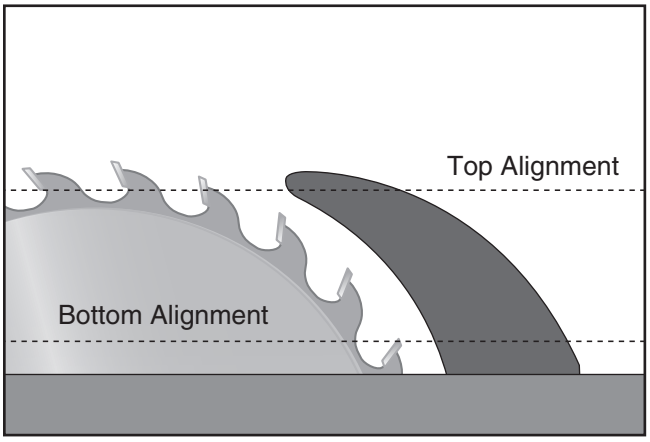
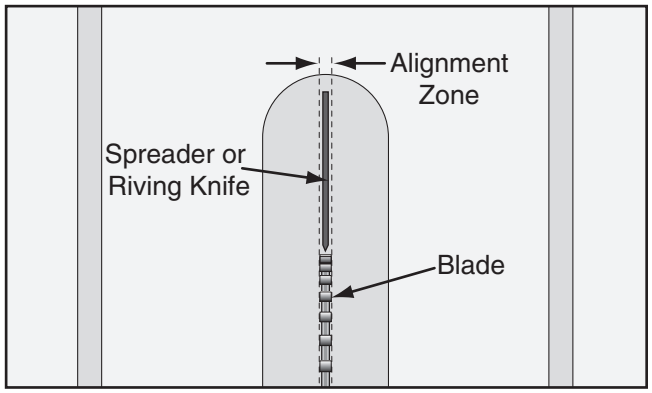

Figure 120. Checking top and bottom riving knife parallelism with blade.
Figure 121. Spreader/riving knife alignment zone.
3. Place straightedge against side of blade and spreader/riving knife at top and bottom, as shown in **Figure 120**. Spreader/riving knife should be parallel with blade along its length at both positions, and in "Alignment Zone," as shown in **Figure 121**.
2. Bend spreader or riving knife by hand while installed, then follow **Steps 1–3** in **Checking Alignment** on **Page 68** to determine if it is parallel with blade and inside "Alignment Zone" (refer to **Figure 120** of **Checking Alignment** on **Page 68**).